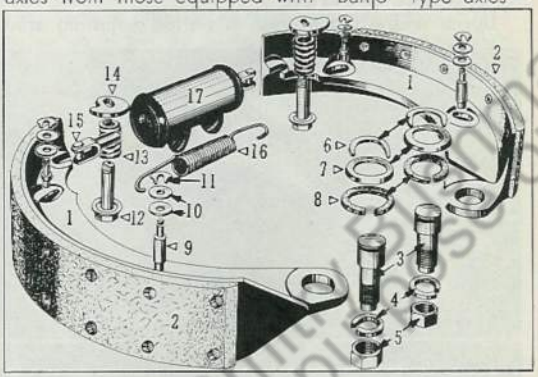
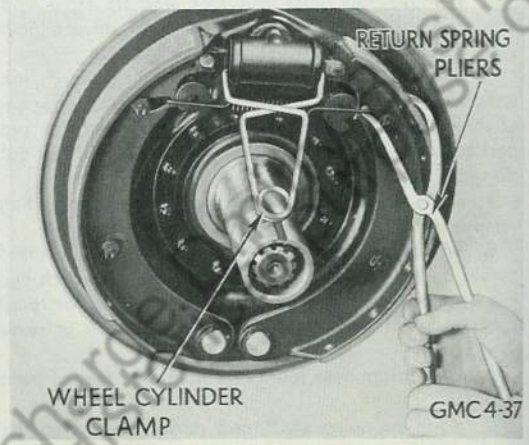

Fig. 14 Disassembled View of Front Brake Shoe Parts ("Split" Type Axle Housing)
Fig. 17 Installation of Wheel Cylinder Clamp and Use of Return Spring Pliers
A. Front Brake Shoe—("Split" type axle housing). Shoes are anchored to backing plate by adjustable eccentric pins at lower end of shoes. Refer to Fig. 14.
C. To Remove Front Brake Shoe ("Split" Type Axle Housing)—Removal of brake shoe is accomplished as described below. Refer to Fig. 14 for reference numbers.
4. Before attempting to remove brake shoes, place clamp in position on wheel cylinder as shown in Fig. 17, to keep wheel cylinder together and prevent leakage of brake fluid while servicing brake shoes.
5. Remove brake shoe return spring (16), using special pliers in manner illustrated in Fig. 17.
8. Pull shoe straight out to remove from anchor pins (3) at bottom of shoe and guide pins (9) midway on shoes.
D. To Replace Front Brake Shoe—("Split" Type Axle Housing)—Replacement of brake shoe is accomplished as described below. Refer to Fig. 14, for reference numbers in following text.
1. If anchor pins (3) have been removed they should be replaced as described under "Brake Support and
2. Replace shoe (1) on anchor pin (3), as shoe is pushed on anchor pin it should be guided over guide pins (9). Upper end of shoe rests against yoke in end of cylinder.
3. Reinstall brake shoe return spring (16) using special pliers in manner illustrated in Fig. 17. Remove wheel cylinder clamp, installed at disassembly.
2. Install wheel cylinder clamp as shown in Fig. 17 to keep wheel cylinder together and prevent leakage of brake fluid while servicing brake shoes.
4. Remove brake shoes retracting spring (12) in manner shown in Fig. 17, using special brake spring pliers.
3. Install brake shoe retracting spring (12) using pliers as shown in Fig. 17.